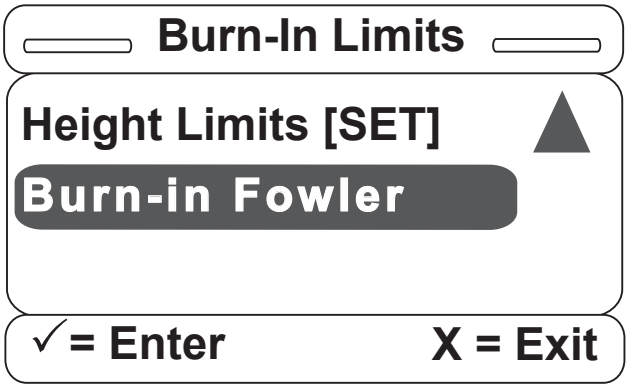

Figure S-34
32. Once the lock button is released, the message "Height Limit Set" will be displayed and the user will be returned to the screen in Figure S-34 (The height limits are now burned in.) The "SET" text indicates that the limits are set. The process is similar for the Burn-in Fowler routine.